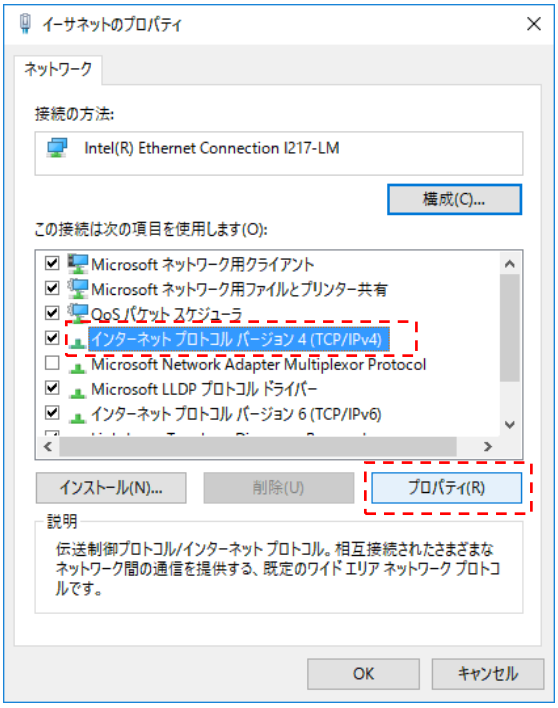

図 3-6 ローカルエリア接続のプロパティ画面
手順③：イーサネットのプロパティ画面より、「インターネットプロトコルバージョン 4(TCP/IPv4)」を選択し、「プロパティ」をクリックしてください。(図 3-6)